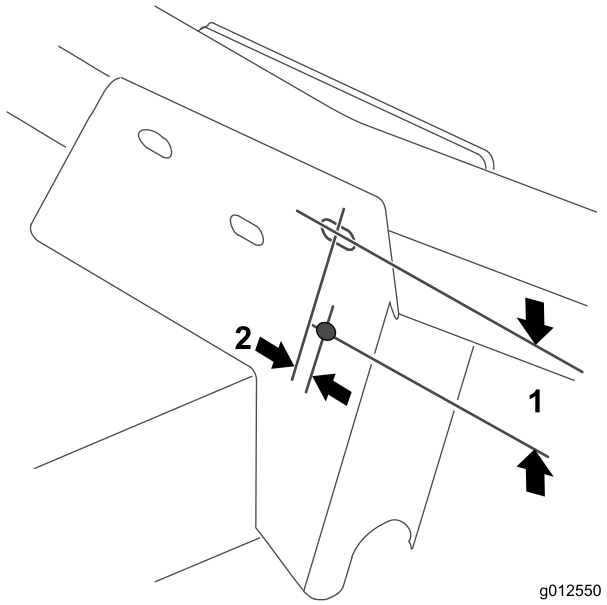

Bild 22
1. Verwenden Sie die Werte in Bild 22 und markieren und bohren Sie ein 11/32" großes Loch durch beide Wände der rechten vorderen Laufradarmhalterung.